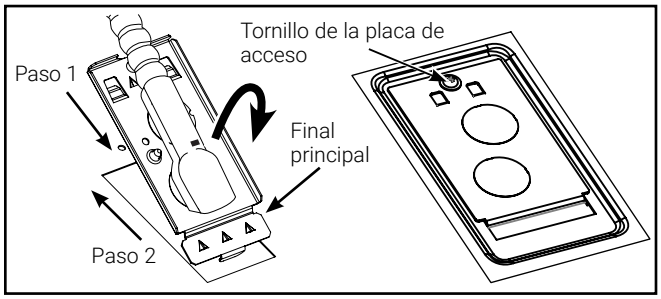

Figura 3.
4. Retire la placa de acceso eléctrico y cualquier orificio ciego necesario de la placa de acceso para conectar el cable de alimentación eléctrico (Figura 3).
- Paso 1: Para insertar la placa de acceso, gírela hasta que el extremo delantero ingrese en la canaleta de cables (Figura 3).